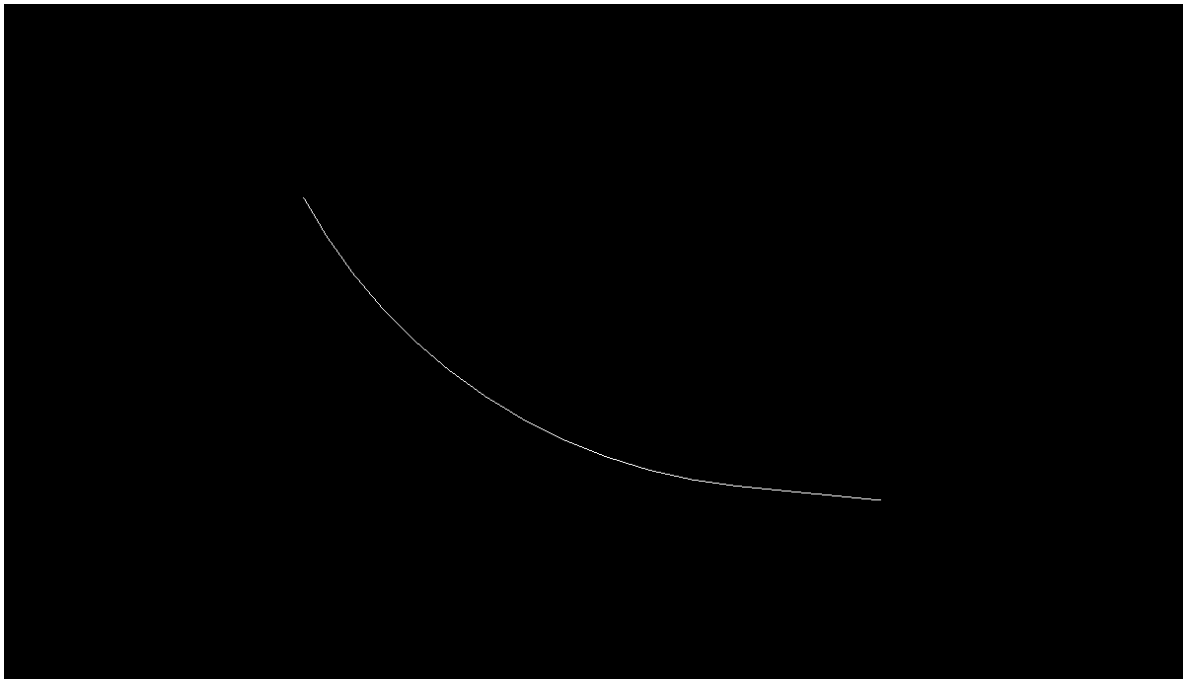

Figure L5-1 MicroStation View
7.	**Open Lab5_Import Graphics.dgn** • In MicroStation, select **File ► Open** • Navigate to **C:\InRoads Data\1234567\Design Labs\Lab 5** • Highlight **Lab5_Import Graphics.dgn** • Click **Open**. • Verify your view in MicroStation matches that shown in *Figure L5-1*. The elements showing represent alignment **DE60** and will be imported into InRoads. *The MicroStation File Lab5_Import Graphics.dgn is opened.*